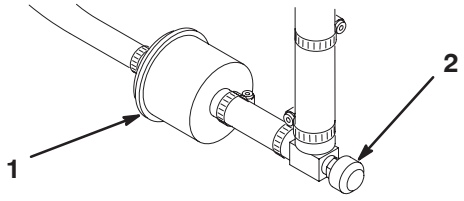

Figure 40
An in-line filter is incorporated into the fuel line between the fuel tank and carburetor (Fig. 40). Replace the filter every 800 hours or sooner if the fuel flow is restricted. Be sure the arrow on the filter is pointing away from the fuel tank.
1. Close the fuel shut-off valve, loosen the hose clamp (Fig. 40) on the carburetor side of filter and remove the fuel line from the filter.
2. Place a drain pan under the filter, loosen the remaining hose clamp, and remove the filter (Fig. 40).